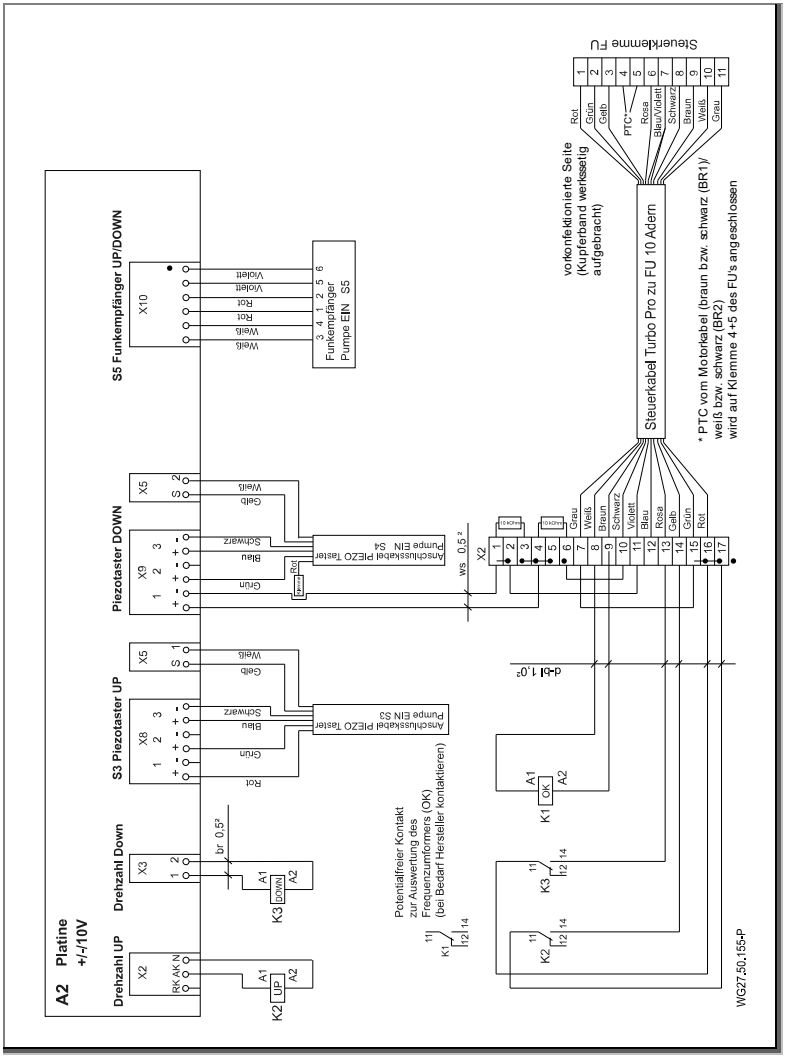

Abb. 18
14. Die Adern für den PTC (braun bzw. schwarz (BR1)/weiß bzw. schwarz (BR2)) sind nach Schaltplan zu verdrahten. Siehe "Abb. 18" auf Seite 35